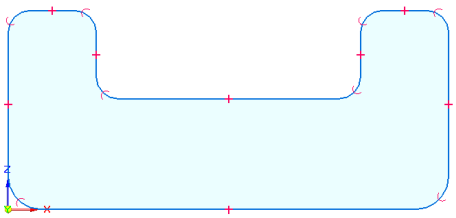

Figure 2-46 *Sketch after creating fillets*
6. Select the remaining corners of the sketch one by one and then fillet them with a radius of 10. The sketch after creating fillets is shown in Figure 2-46. Next, exit the tool by choosing the **Select** tool from the **Select** group of the **Home** tab.